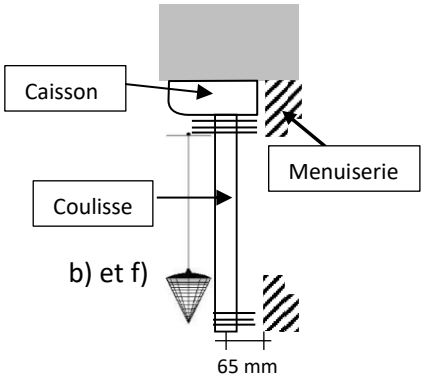

Figure 2
b) Vérifier l'aplomb frontal de la coulisse de droite (Figure 2). Le repérer par traçage
f) Vérifier l'aplomb frontal de la coulisse de gauche (figure 2). Le repérer par traçage